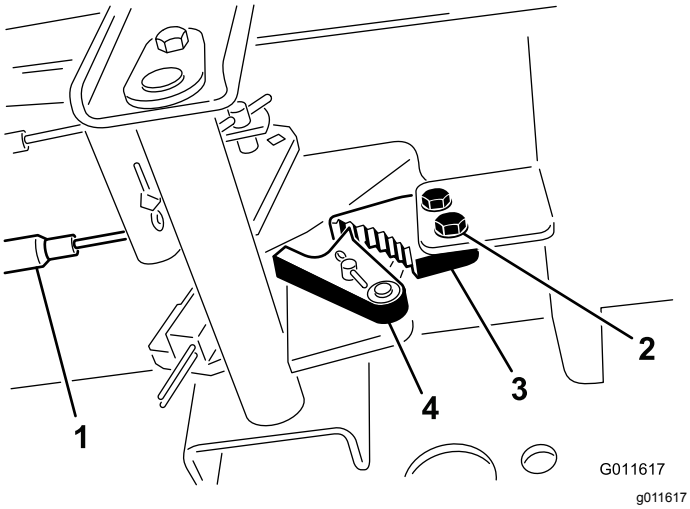

Figur 86
1. Lossa de två skruvar som håller fast parkeringsbromsens spärrhake på ramen (Figur 86).
2. Tryck parkeringsbromspedalen framåt tills bromsspärren griper in helt i parkeringsbromsens spärrhake (Figur 86).